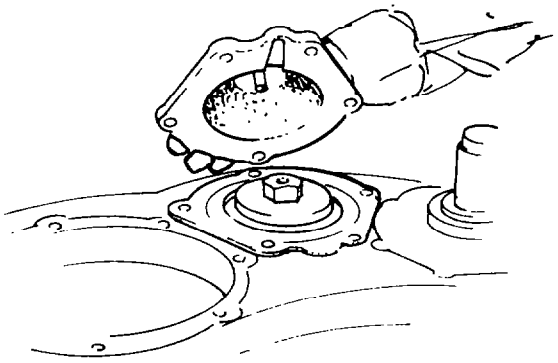

Fig. 227 — Removing Countershaft Rear Bearing Cover
s. Remove the countershaft rear bearing cover and adjusting shims. Wire the adjusting shims together for use at reassembly (see fig. 227).